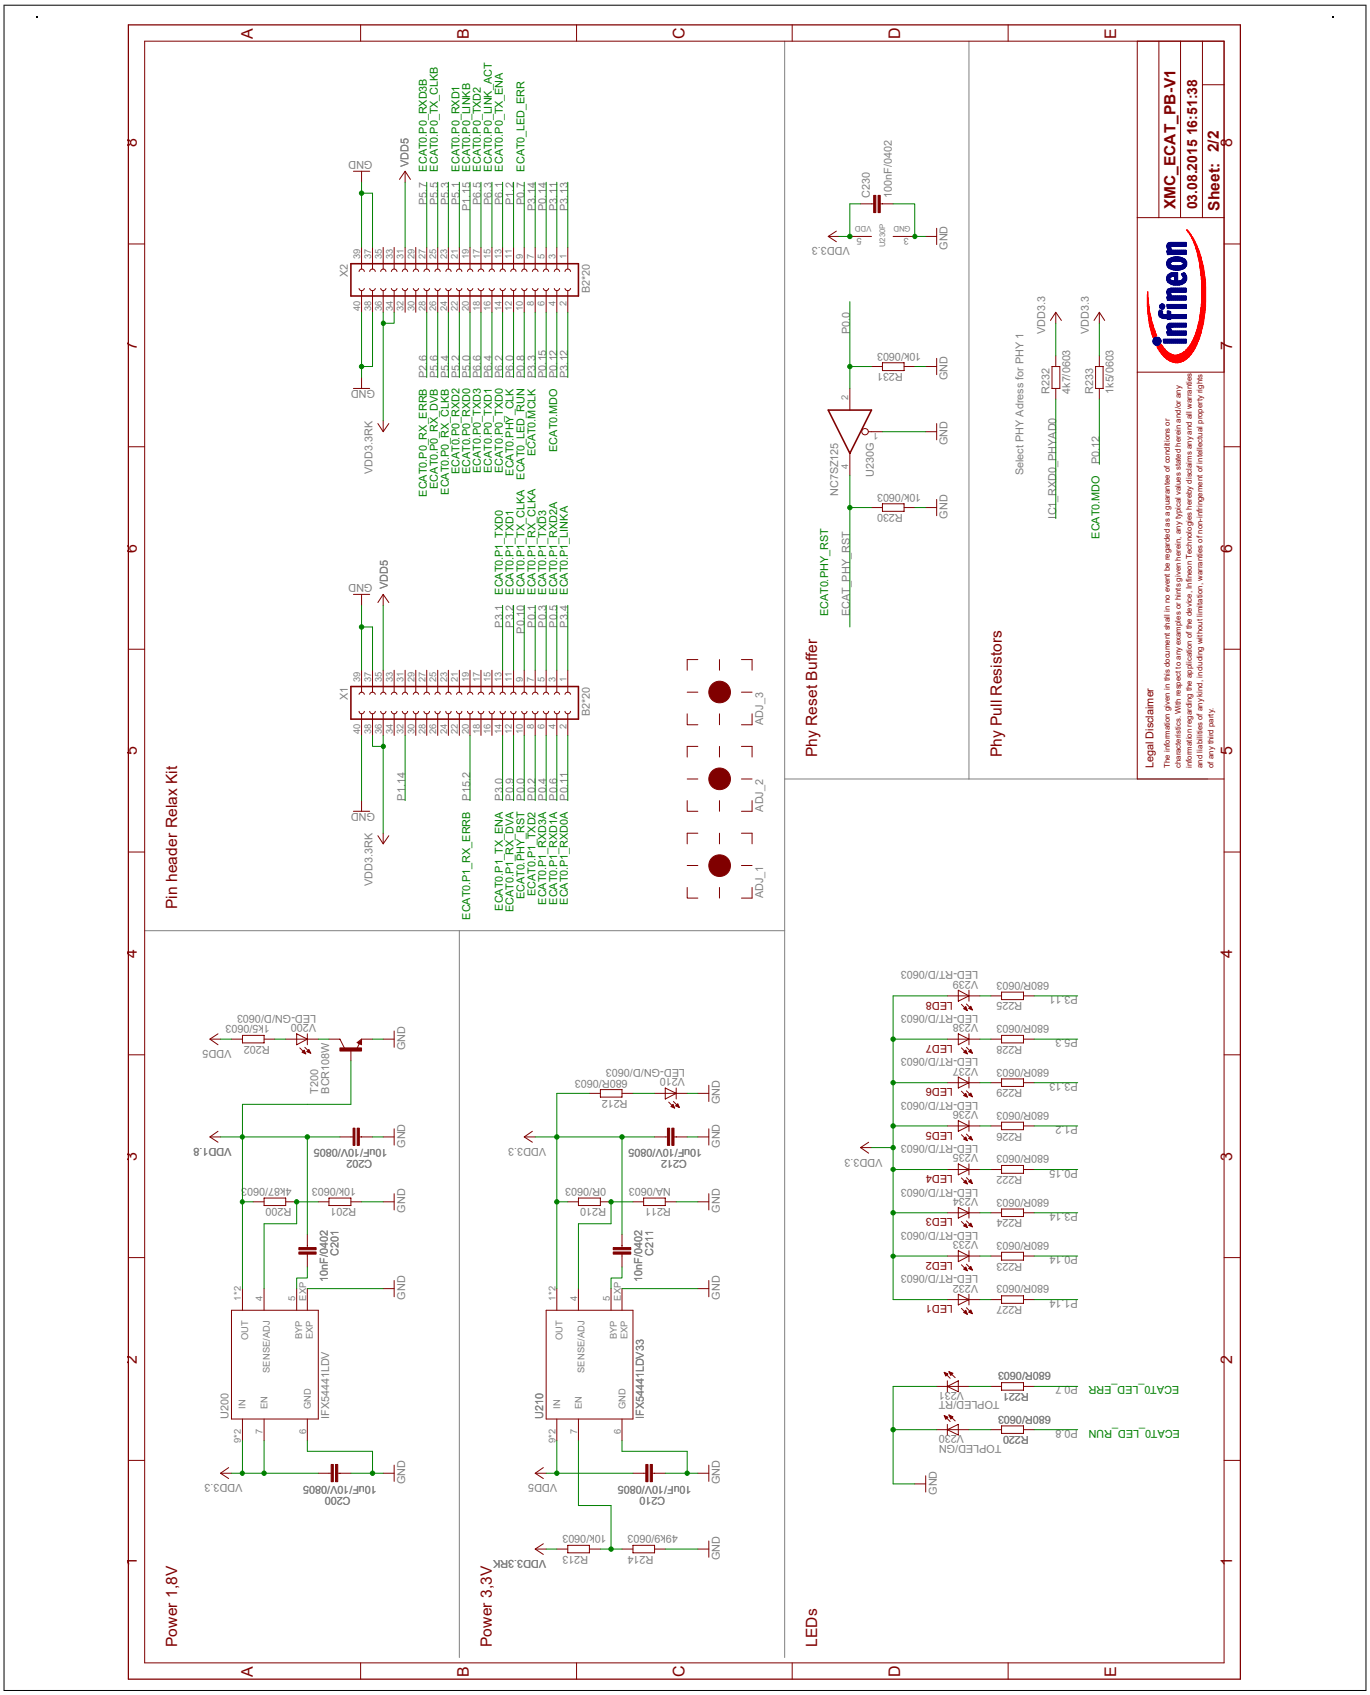

Figure 13 **XMC™ EtherCAT Phy Board Schematic: Power, Connectors, LEDs**
- Figure 13: XMC™ EtherCAT Phy Board Schematic: Power, Connectors, LEDs